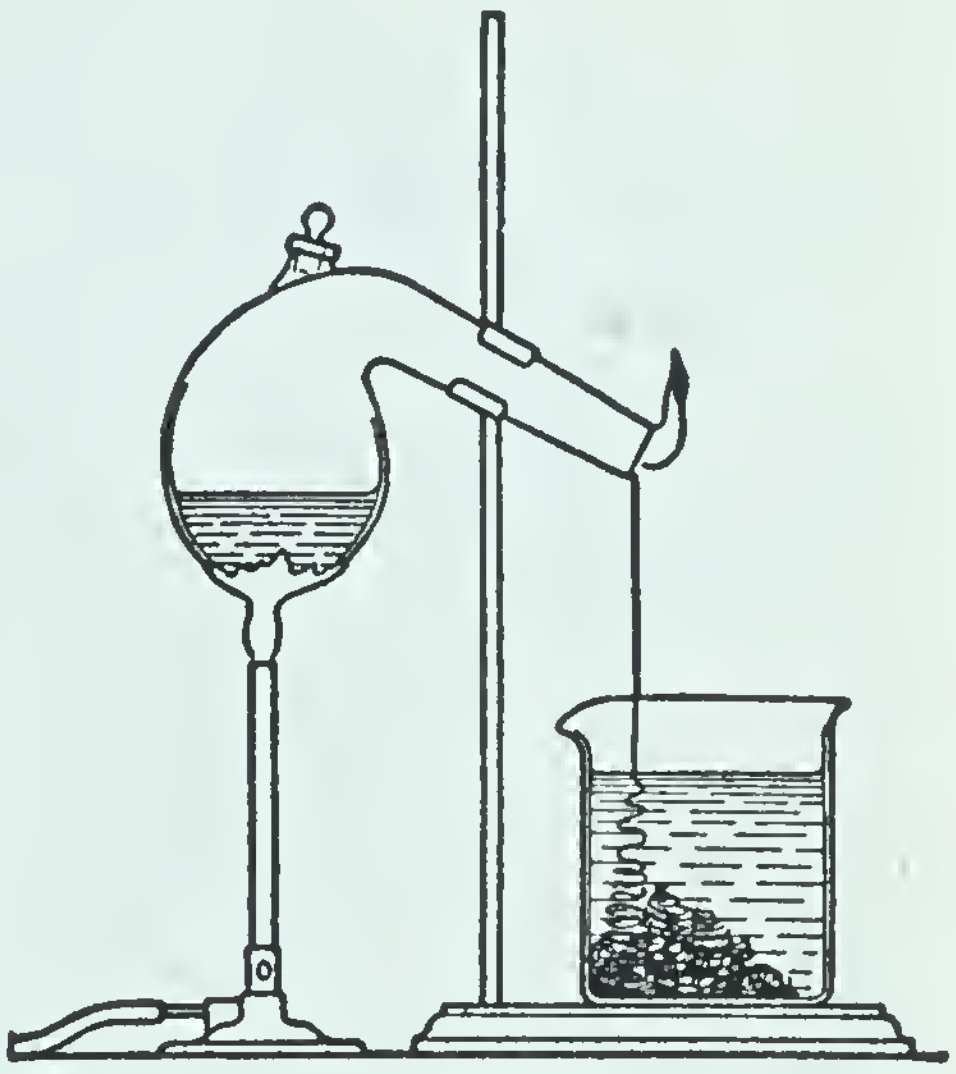

Fig. 244. Preparation of plastic sulfur
3. ***Plastic sulfur.*** When boiling sulfur is slowly poured into cold water, it makes gummy, doughlike strings which can be stretched into threads (Fig. 244). It is simply undercooled (p. 55) liquid sulfur. It gradually passes over into ordinary rhombic sulfur.